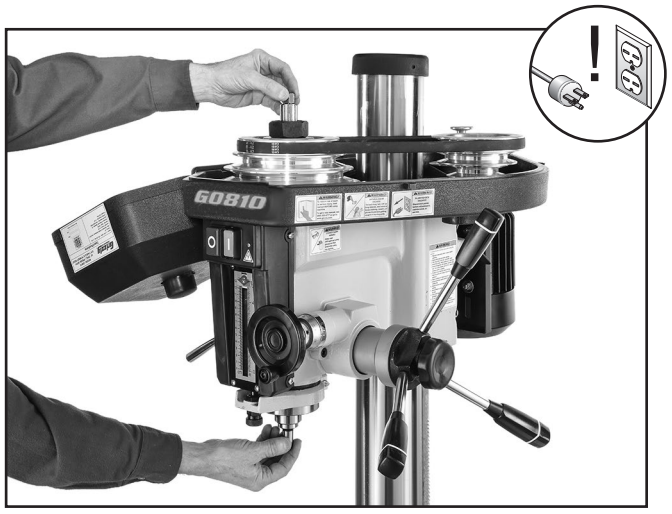

Figure 41. Threading drawbar into tooling.
4. Insert MT#3 tooling into spindle, and maneuver tang until it engages with slot at end of spindle, then thread drawbar into tool by hand until it is snug (see **Figure 41**).